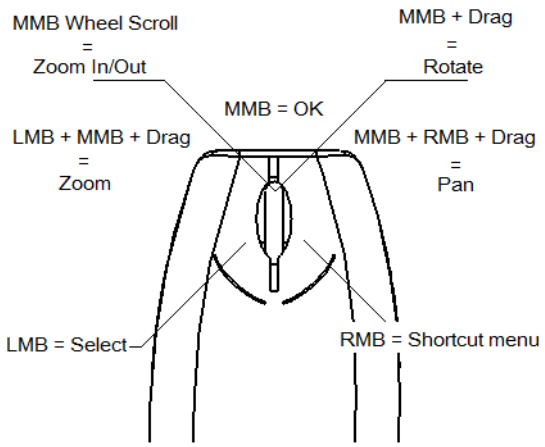

***Figure 1-10*** *Functions of the mouse buttons*
3. Press and hold the middle and the right mouse buttons to invoke the **Pan** tool. Next, drag the mouse to pan the model. You can also invoke the **Pan** tool by first pressing and holding the SHIFT key and then the middle mouse button. Figure 1-10 shows the use of a three button mouse in performing the pan functions.
4. Press and hold the middle mouse button to invoke the **Rotate** tool. Next, drag the mouse to dynamically rotate the view of the model in the geometry area and view it from different directions. Figure 1-10 shows the use of the three button mouse in performing the rotate operation.
5. Press and hold the CTRL key and then the middle mouse button to invoke the **Zoom** tool. Alternatively, press and hold the left mouse button and then the middle mouse button to invoke the **Zoom** tool. Next, drag the mouse dynamically to zoom in or out the model in the geometry area. Figure 1-10 shows the use of the three mouse buttons in performing the zoom functions.